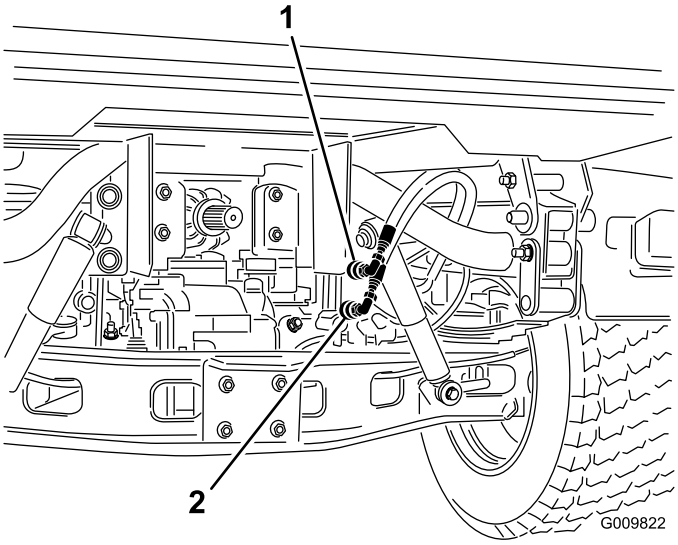

**Figur 75**
2. Koppla bort båda maskinernas snabbkopplingsslangar från slangarna som sitter fast vid kopplingsfästet (Figur 75).